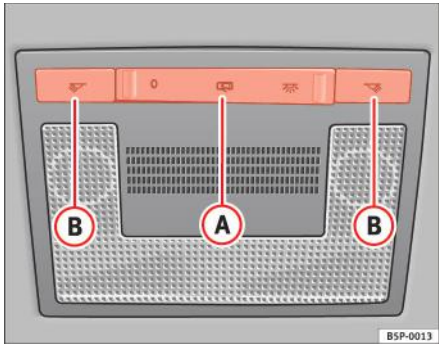

Fig. 78 Capitonajul plafonului: luminile interioare din față
Comutatorul (A) ⇒ fig. 78 este utilizat pentru a selecta următoarele poziții:
Aduceți comutatorul în poziția O ⇒ fig. 78.